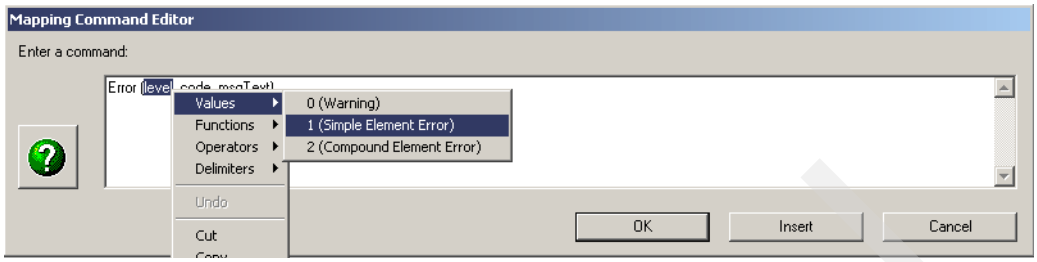

Figure 18-48 Select passed parameter
17. Select the level value that is being passed as a parameter to the Error() function and right click. Select **Values** → **1 (Simple Element Error)** as shown in Figure 18-48 on page 620.